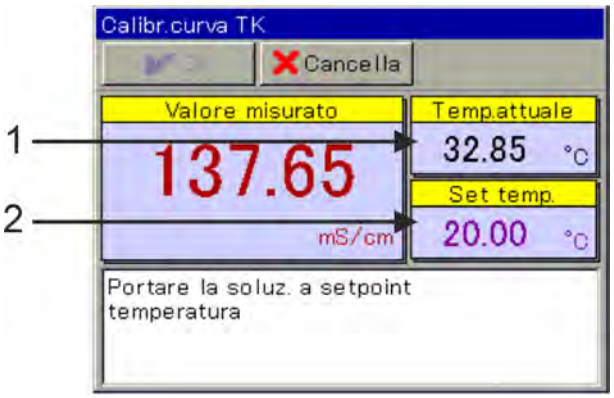

Fig. 72: Calibrazione della curva TK
3. Portare la temperatura della soluzione di misurazione in successione ai valori nominali richiesti. Vengono richiamate sei temperature. (Vedi Fig. 72 .)